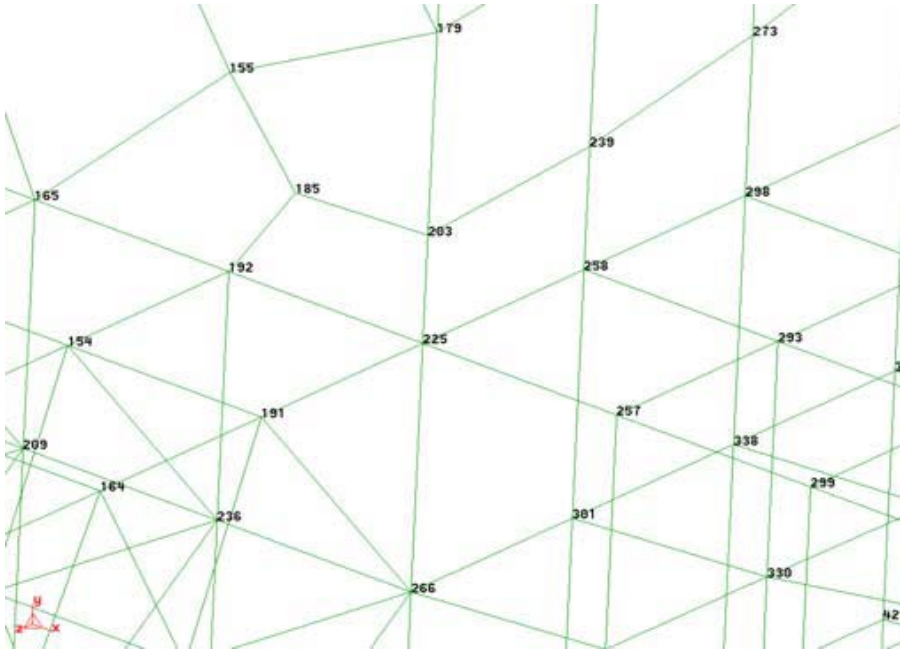

Figure 16. Each number identifies a node. There is a node for each element vertex.
26. Select **Label→All in→Points**. The result is shown in Figure 16.